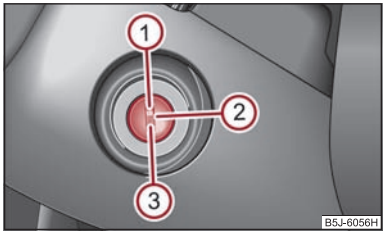

Fig. 92 Ignition lock positions
– The engine can be switched off by turning the ignition key from position (1) into ⇒ page 87, fig. 92.